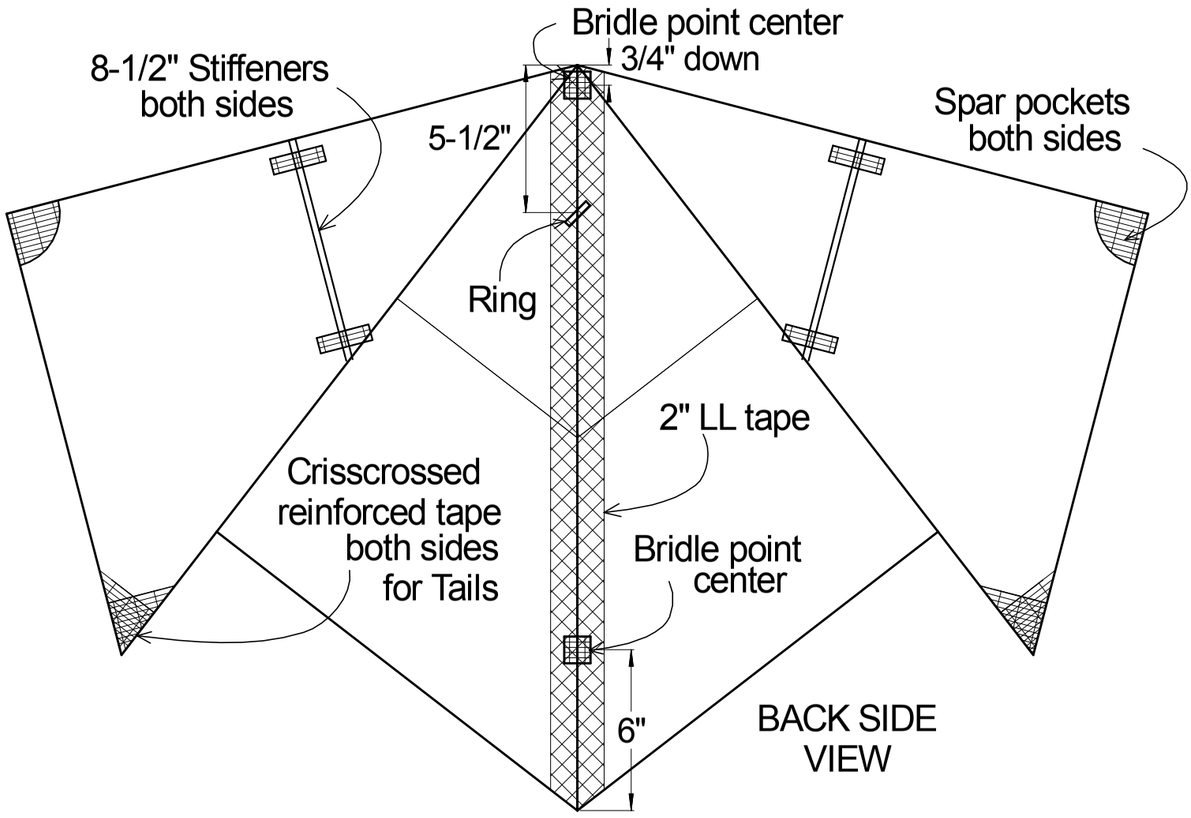

Figure 5
For ease of handling attach the spar pockets before joining the left and right sides of the sail. See Figure 5 for their locations. From a sheet of paper (matching the color of sheets 2&4 looks best, but white will do fine) cut two 1½” x 1½” squares and cover each side with LL tape. Cut four lengths of Scotch Reinforced Strapping (RS) tape 1½” x 3½”. Adhere one strip to the front of the sail (non-taped side) 1½” from the corner and attach one of the 1½” x 1½” squares as shown in Photo 1. Fold the tape with the firmly attached square around to the back side of the sail (taped side) as in Photo 2, and lightly fasten the overhanging tape in place as in Photo 3.
To create each tail reinforcements area place two strips of 2” wide RS tape each lining up with the corner and each perpendicular to one edge (Figure 5 and Photo 8). Cut off the point ¼” up from the end and punch a hole (with a push pin or awl) all the way through the layers ⅜” up from the cut off edge. Then install a #5 snap swivel through this hole. It will remain on the kite as an easy tail attachment point. Do this for each side of the sail.
Carefully align the left and right side of the sail and temporarily fasten them to the work surface. Place the final piece of 2” LL tape over the joint between these two sides, press firmly and trim both ends (Figure 5).
Attach the 8½” stiffeners on the back side over the joints between Sheets #1 & 2 and #3 & 4 using ½” by 2” RS tape (Figure 5). (Note: When installing tape over dowels it is important to always to use something thin to tuck the tape around its circumference, on each side, before attaching it to the sail. I like using the end of a thin plastic ruler to do this.)
Next place two 1” squares each comprised of two crisscrossed layers of RS tape at each bridle point location Figure 5. (Optional: If a third tail attachment point is desired an additional RS crosshatch tail reinforcement area can be located on the sail at the base of the spine (Photo 10).